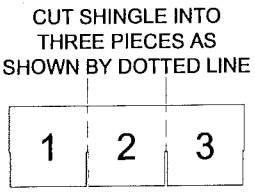

Figure 27. *Shingle cut into thirds*
4. **Install shingle cap.** Starting at the opposite end of the home from the prevailing wind, install ridge cap shingles provided by the manufacturer or use 12" x 12" shingles (36" shingles cut into three equal pieces) (Figure 27). Install using 12 ga x 1-1/4" long, 3/8" diameter head roofing nails spaced 5-5/8 inches from bottom edge and 1/2 inch to 1-1/2 inches in from both edges. Cover the exposed fasteners with tar or cement.